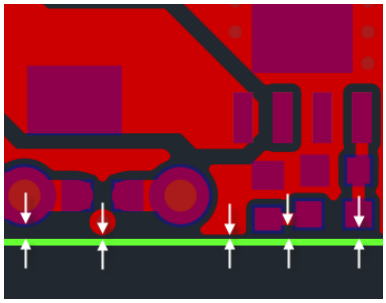

Рис. 600. Зазор между границей платы и любым электрическим объектом (цепью)
- Между любым электрическим объектом (цепью) и краем платы, см. Рис. 600, обозначается как «*Медь к краю*». Зазор определяет размер области на границе платы, в которой запрещено располагать любой электрический объект.